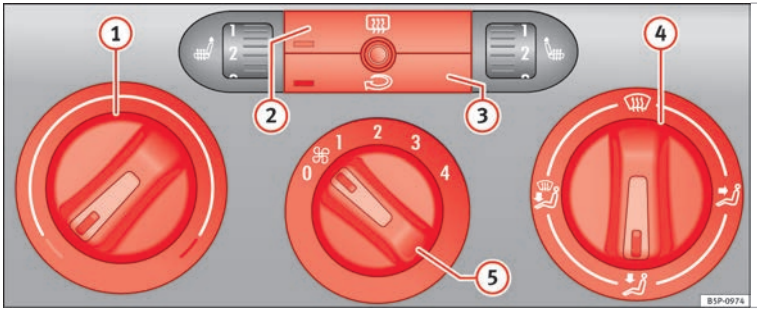

Fig. 114 Heating controls on the dash panel.
– Use the knobs ››› Fig. 114 (1) and (4) and control (5) to set the temperature, air distribution and blower speed.
– To switch a function on or off, press the appropriate button (2) or (3). When the function is activated, the display window in the lower left of the button is lit.